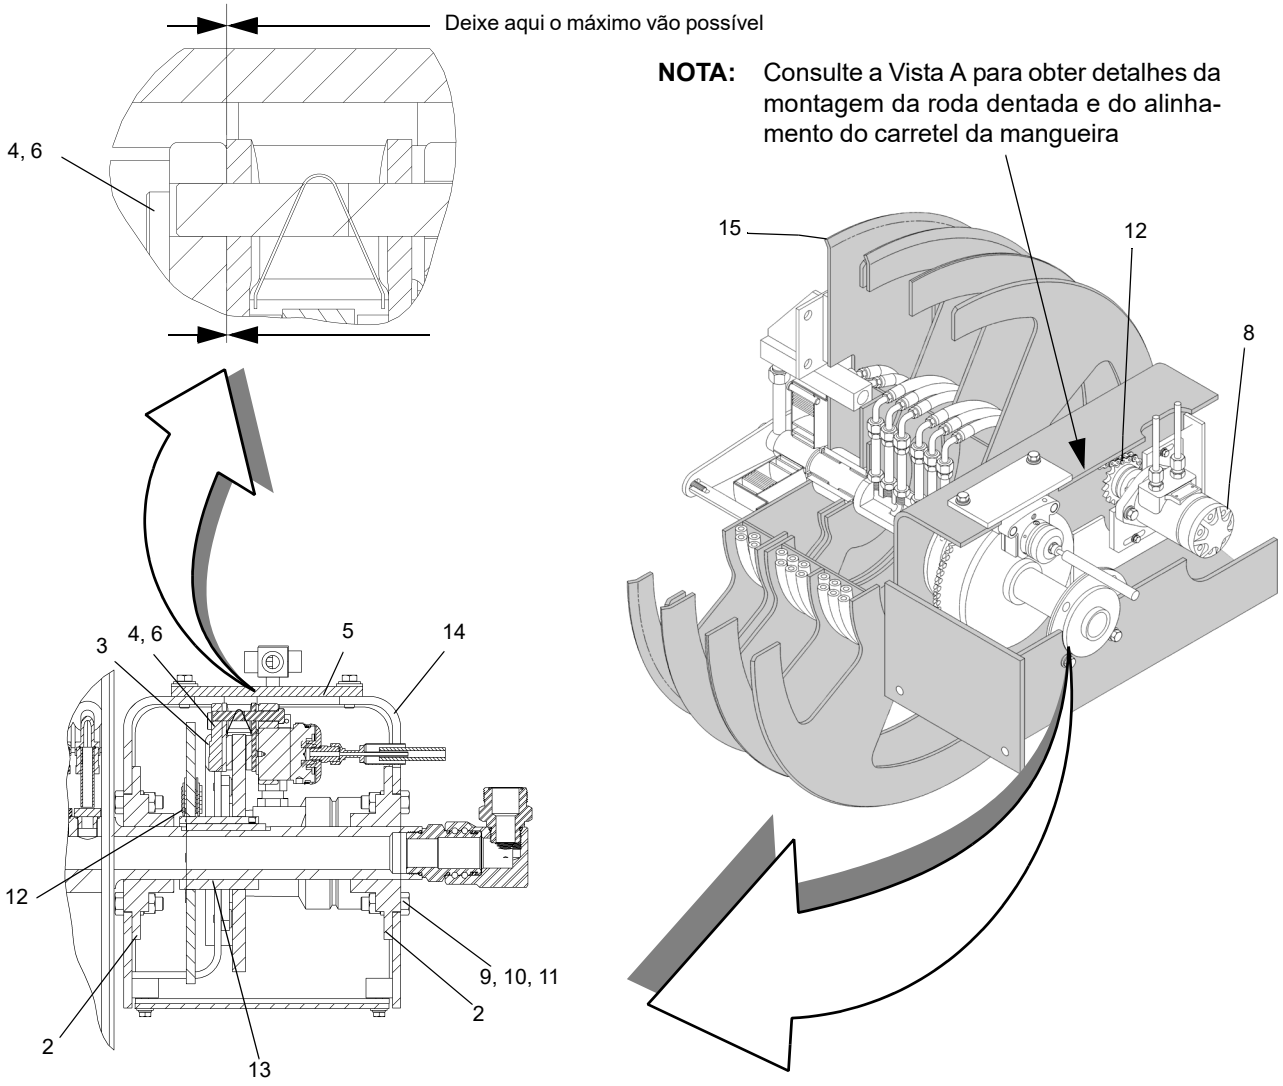

FIGURA 4-6
O carretel da mangueira hidráulica (Figura 4-6) supre o coletor da lança para o cilindro telescópico superior. O carretel da mangueira é montado na seção central da plataforma rotativa, sob a lança.
FIGURA 4-6 continuação
Após a instalação do carretel da mangueira e do aperto adequado dos parafusos de fixação, verifique o alinhamento do carretel da mangueira em relação ao rolete-guia da mangueira (Figura 4-6).
1. Verifique as medidas entre os flanges das mangueiras do carretel da mangueira e seu rolete-guia (Figura 4-6).